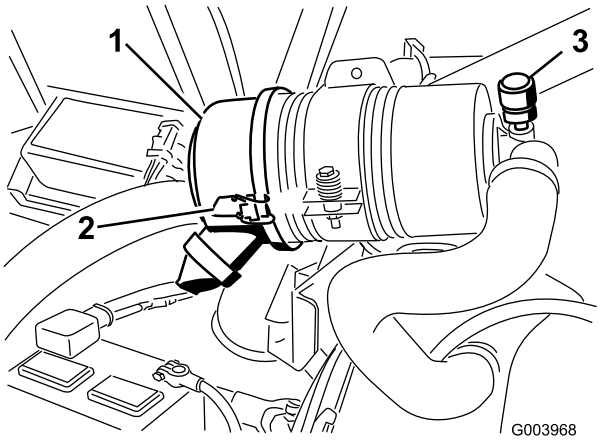

Figur 50
Utför bara service på luftrenarfiltret när serviceindikatorn (Figur 50) anger att det krävs. Om du byter luftfiltret tidigare ökar det risken för att smuts kommer in i motorn när filtret har avlägsnats.
1. Lossa spärrhakarna som håller fast luftrenarkåpan på luftrenarhuset (Figur 50).